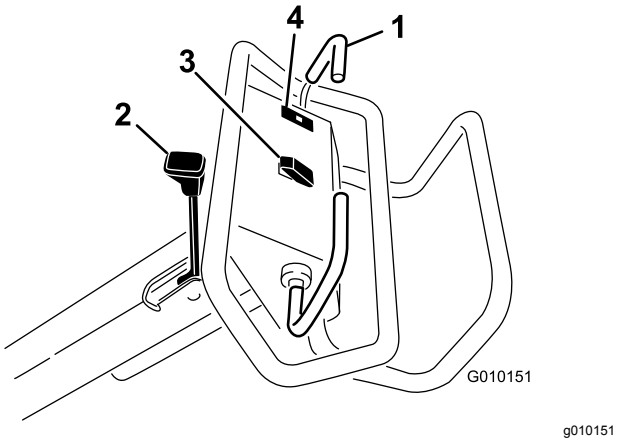

Figuur 13
Om vooruit te rijden, beweegt u de tractiehendel naar voren. Om achteruit te rijden, beweegt u de tractiehendel naar achteren (Figuur 13).
- Om de parkeerrem in werking te stellen, moet u de parkeerremhendel in de richting van de bestuurdershandgreep bewegen (Figuur 13).
Het oliedruklampje (Figuur 13) gaat branden indien de motoroliedruk gevaarlijk laag is. Als de oliedruk te laag is, moet u de motor afzetten en nagaan wat de oorzaak is. Herstel het defect voordat u de motor weer start.
Omhoog brengen – Druk op de bovenkant van de schakelaar (Figuur 13) om de beluchtingskop omhoog te brengen. De motor moet lopen om hefdruk te verkrijgen. Als de beluchtingskop onder de transporthoogte staat, raadpleeg dan Het regelcircuit van systeem terugstellen (bladz. 27).
Neerlaten/Inschakelen – Druk op de onderkant van de schakelaar (Figuur 13) om de beluchtingskop neer te laten. De tractiehendel moet in de vooruitstand staan om de schakelaar te activeren.